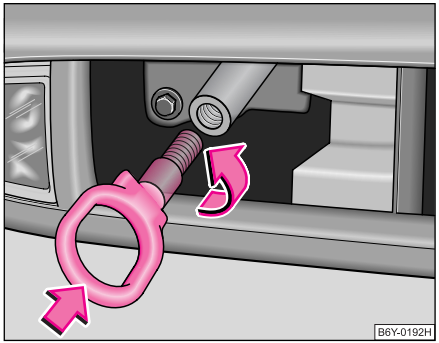

Fig. 161 Bara de protecție față: Montarea inelului de remorcare
– Înşurubați inelul cu mâna înspre stânga ⇒ fig. 161 şi strângeți cu cheia de roată (introduceți cheia prin inel).